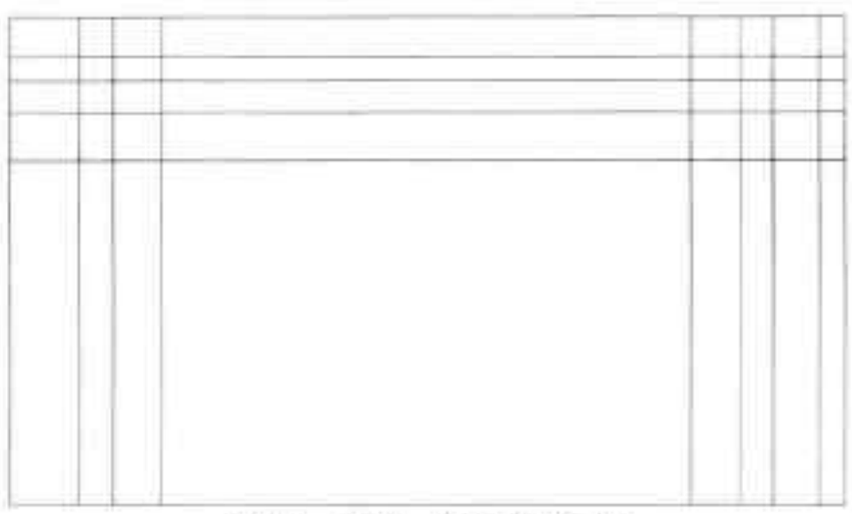

图19-104 偏移轮廓线
Step 03 执行“偏移”命令，将轮廓线分别向右偏移 430mm、200mm、300mm、3200mm、300mm、200mm 和 280mm，如图 19-104 所示。